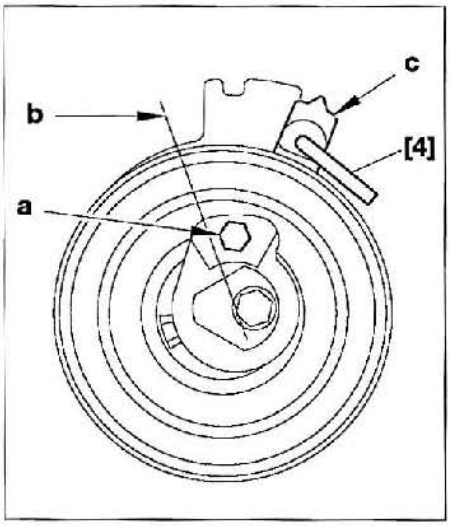

FIG. 14
- En esta posición, introducir un pasador (2a) y (2b) (ref. 4533-T.AC1 y 2) de 10 mm de diámetro a través de cada rueda dentada de ejes de levas (admisión y escape).
- Girar el rodillo tensor, con una llave de 6 caras en "a", hacia la derecha hasta llevar el índice "c" a la posición "b" para colocar el pasador [4] (útil 4200-T.H.) **(Fig.14)**.